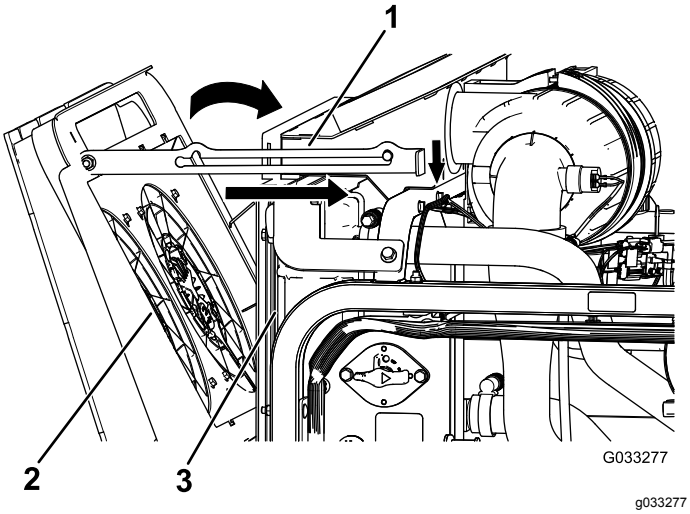

Figuur 121
4. Draai de koelventilators van de motor naar voren en zet de steunstang vast in de inkeping (Figuur 121).